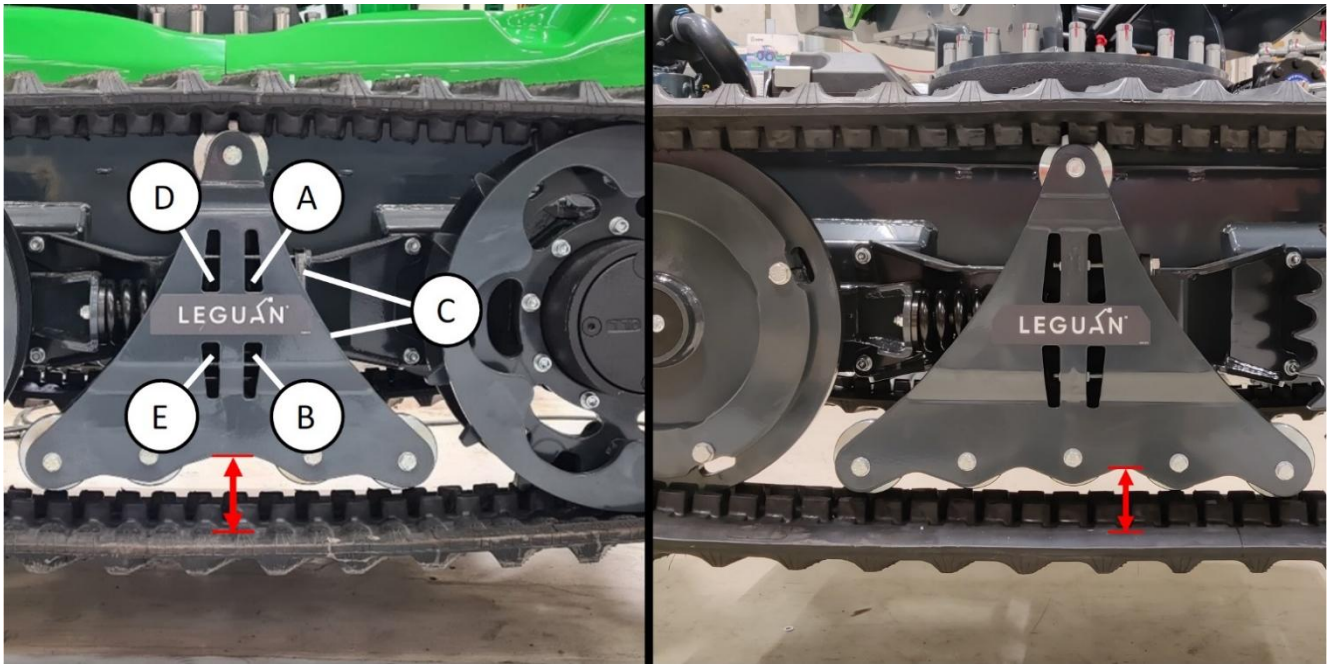

Abbildung 12. Einstellung der Kettenspannung
Heben Sie die Zugangsplattform mithilfe der Stützen vom Boden ab. Die Ketten sollten mindestens 5 cm vom Boden entfernt sein. Fahren Sie ein Stück rückwärts, damit unten etwas Spiel ist. Die Spannung ist richtig, wenn der Abstand zwischen der Kette und dem Kettenrahmen von Ende zu Ende (in Abbildung 12 mit roten Strichen markiert) gleich ist. Der richtige Abstand beträgt 85-90 mm.
Die Kette wird mit einer vorgespannten Feder gespannt. Um die Kette zu spannen, lösen Sie die in Abbildung 12 mit (A) und (B) gekennzeichneten Muttern. Ziehen Sie dann die Muttern D und E an und halten Sie die Bolzen C fest (oder umgekehrt). Dadurch werden die Bolzen (Abbildung 12, (C)) und die Einstellplatte in Richtung Kettenmitte gezogen und das vordere Kettenrad nach vorne bewegt. Ziehen Sie die Muttern gerade so weit an, dass sich die Kette im Verhältnis zum Kettenrahmen gerade ausrichtet und dass der Abstand 85-90 mm beträgt. Ziehen Sie beide Muttern gleichmäßig an. Ziehen Sie nach der Einstellung die Muttern A und B fest.